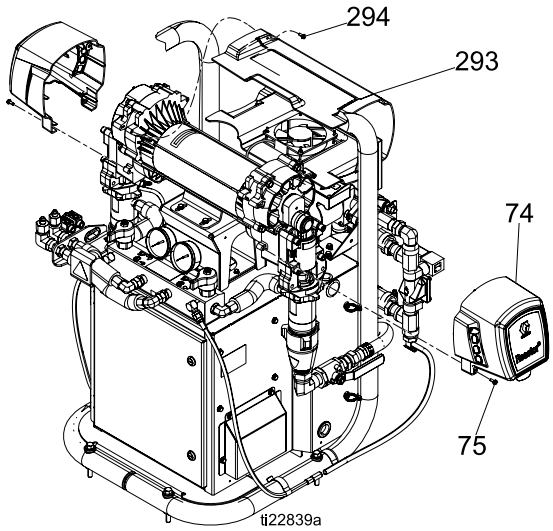

Figure 12
13. Verwijder de schroeven (294) en motorafscherming (293), zie Fig. 12.